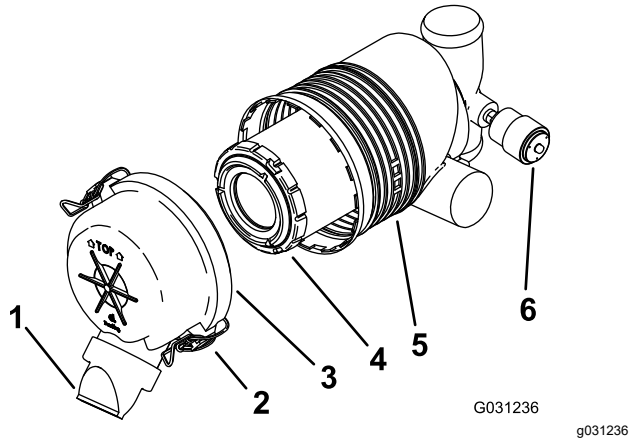

**Figura 41**
***Importante:*** **Cambie el filtro del limpiador de aire únicamente cuando el indicador de mantenimiento se ve rojo (Figura 41). El cambiar el filtro antes de que sea necesario sólo aumenta la posibilidad de que entre suciedad en el motor al retirar el filtro.**
5. Abra los cierres del limpiador de aire y tire de la tapa de la entrada de aire para separarla del cuerpo del limpiador de aire (Figura 41).
- Si el indicador de mantenimiento se ve transparente, instale la tapa del limpiador de aire con el tapón antipolvo orientado hacia abajo, y cierre los enganches (Figura 41).
1. Extraiga con cuidado el filtro del cuerpo del limpiador de aire (Figura 41).
3. Instale el filtro con cuidado (Figura 41).
4. Instale la tapa del limpiador de aire con el tapón antipolvo orientado hacia abajo, y cierre los enganches (Figura 41).